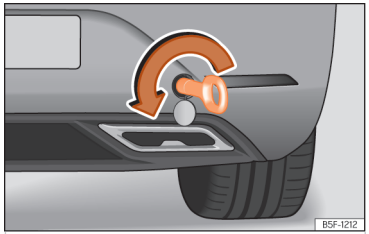

**Fig. 215** Right side of the rear bumper: towline anchorage screwed in.
- Screw the towing eye in the housing by turning it to the maximum **anticlockwise** ››› Fig. 215, ››› ⓘ. Use a suitable object that can completely and securely tighten the towing eye in its housing.